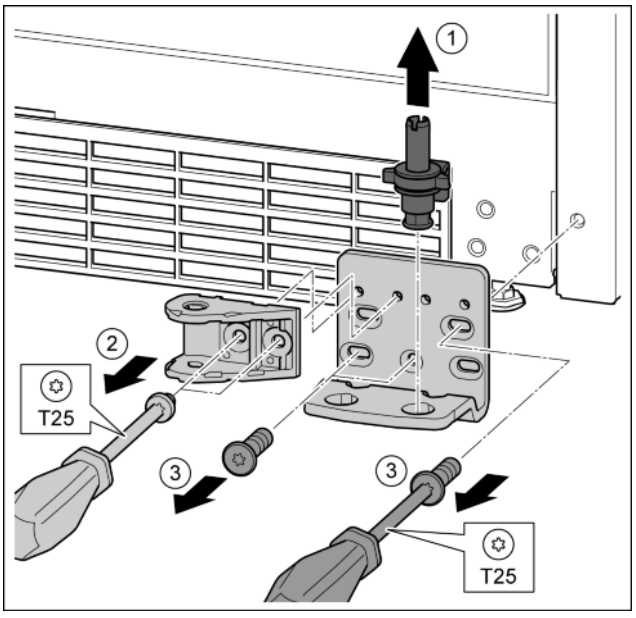

Fig. 30
▶ Lift the bearing pin completely upward and remove. *Fig. 30 (1)*
▶ Remove the screws with the T25 screwdriver and remove the soft stop connection. *Fig. 30 (2)*
▶ Undo the screws with a T25 screwdriver and remove the bearing bracket *Fig. 30 (3)*